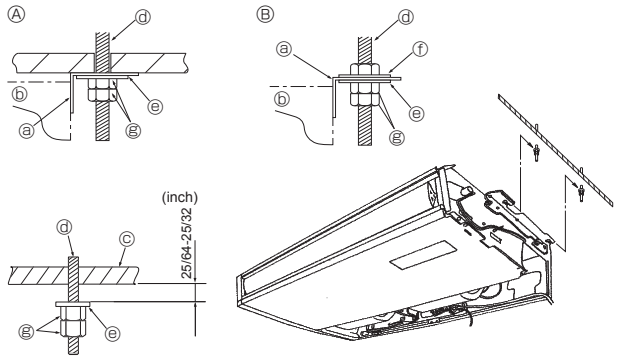

Fig. 3-6
3.3. Installation de l'appareil intérieur (Fig. 3-6)